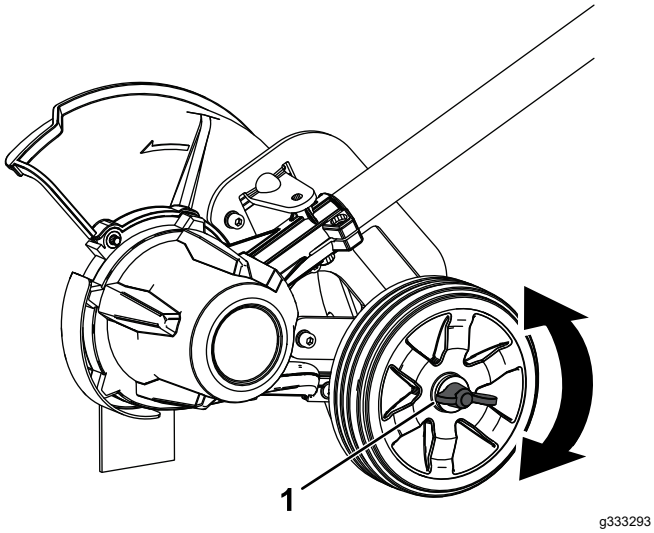

Figure 10
2. Desserrez l'écrou à oreilles sur la roue, et faites-le monter ou descendre dans la glissière pour augmenter ou réduire la profondeur de coupe (Figure 10).